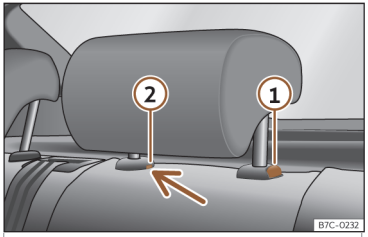

Fig. 105 Apoyacabezas trasero: desmontaje.
- Pulse la tecla››› fig. 105 ①, apretando a la vez por el orificio del seguro ② con un destornillador plano de máximo 5 mm de anchura y retire el apoyacabezas.